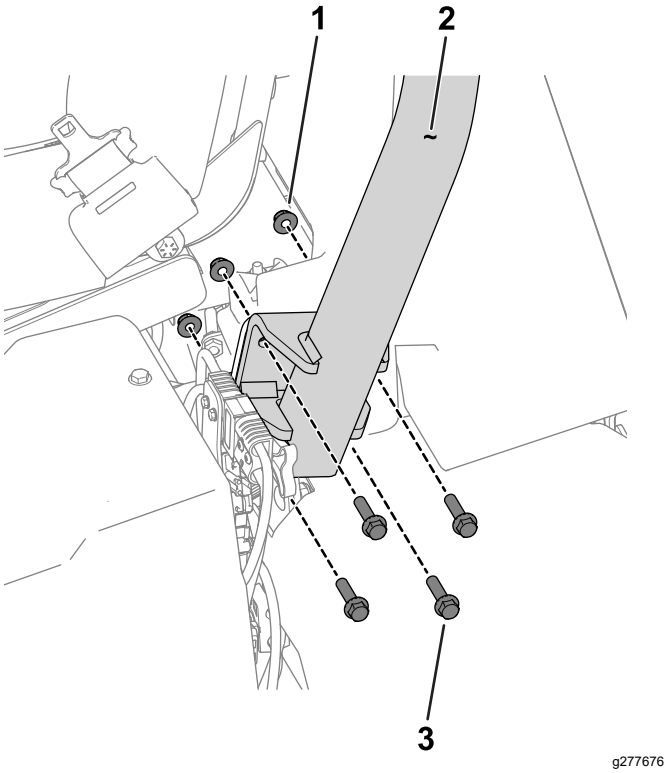

Figuur 3
3. Gebruik 8 zeskantbouten (⅜" x 1½") en 8 moeren (⅜") om de rolbeugel te bevestigen aan de beugels van de rolbeugel aan elke kant van de machine (Figuur 3).